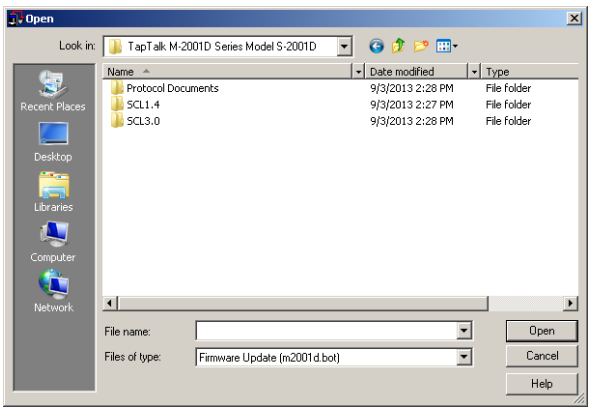

Figure 3-88 Open File Dialog Screen
2. From the TapTalk® Main Screen select **Utility/Send Firmware Update**. TapTalk will display the Open file dialog screen (Figure 3-88) with a default *.bot file extension.